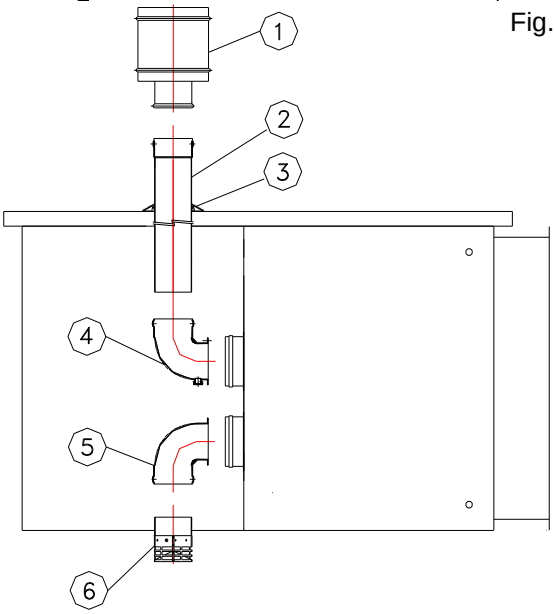

Fig.27
На воздушно-отопительных агрегатах на подводе внешнего воздуха предусматривается специальный наконечник всасывания. Он может быть уже смонтирован на генераторе и представлять собой специально перфорированный бокс или поставляться в комплекте, который устанавливается монтажником и состоит из компонентов (5) и (6) рис. 27 (только для модели IHP T 45)